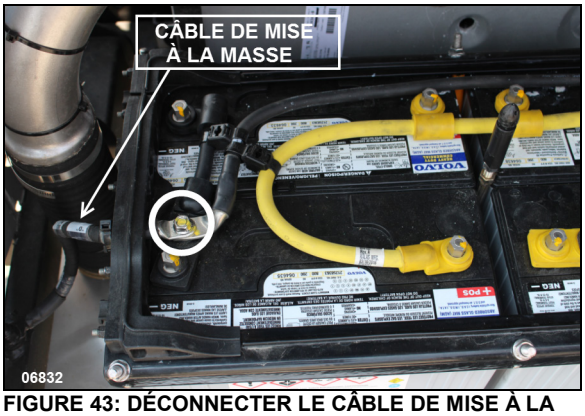

FIGURE 43: DÉCONNECTER LE CÂBLE DE MISE À LA MASSE EN PREMIER
2. Déconnecter le câble de mise à la masse en premier (FIGURE 43).